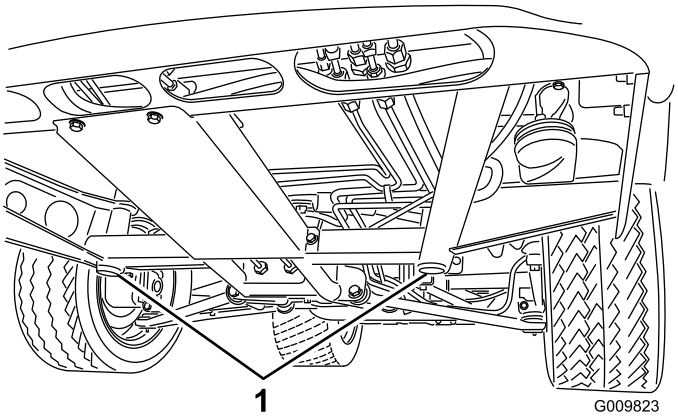
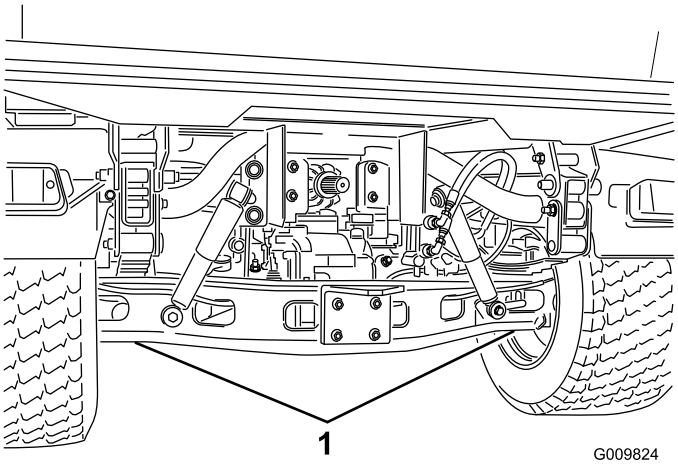

**Figur 35**
**Figur 36**
- Donkraftpunktet foran på maskinen er under stelstøtten midt på (Figur 35), og bagpå maskinen er det under akslen (Figur 36).